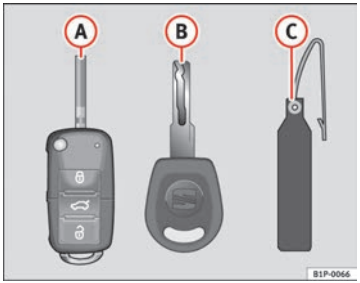

Fig. 62 Set of keys
- one remote control key ⇒ fig. 62 (A) with folding key bit,
- a key without remote control (B),
- a plastic key tab* (C).